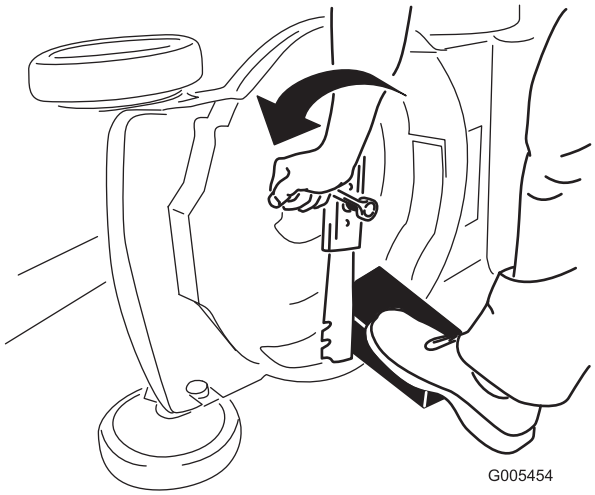

Figuur 36
3. Gebruik een blok hout om het mes stil te houden (Figuur 36).
4. Verwijder het mes en bewaar alle bevestigingselementen (Figuur 36).